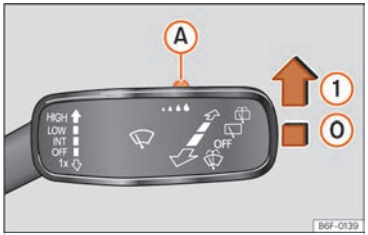

Fig. 87 Windscreen wipers lever: adjust the rain sensor (A).
Push the lever to the desired position ››› Fig. 87.
When the ignition is switched off and then back on, the rain sensor stays on and starts operating again when the windscreen wipers are in position ››› Fig. 87 (1) and the vehicle is travelling at more than 16 km/h (10 mph).